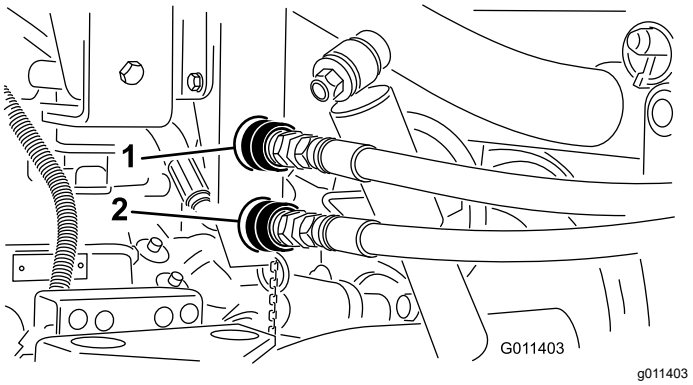

Figuur 18
1. Maak de snelkoppelingen van de slang van de topdresser schoon (Figuur 18).
Opmerking: De koppelingen in Figuur 18 zijn van voertuigen met serienummer 239999999 of lager.